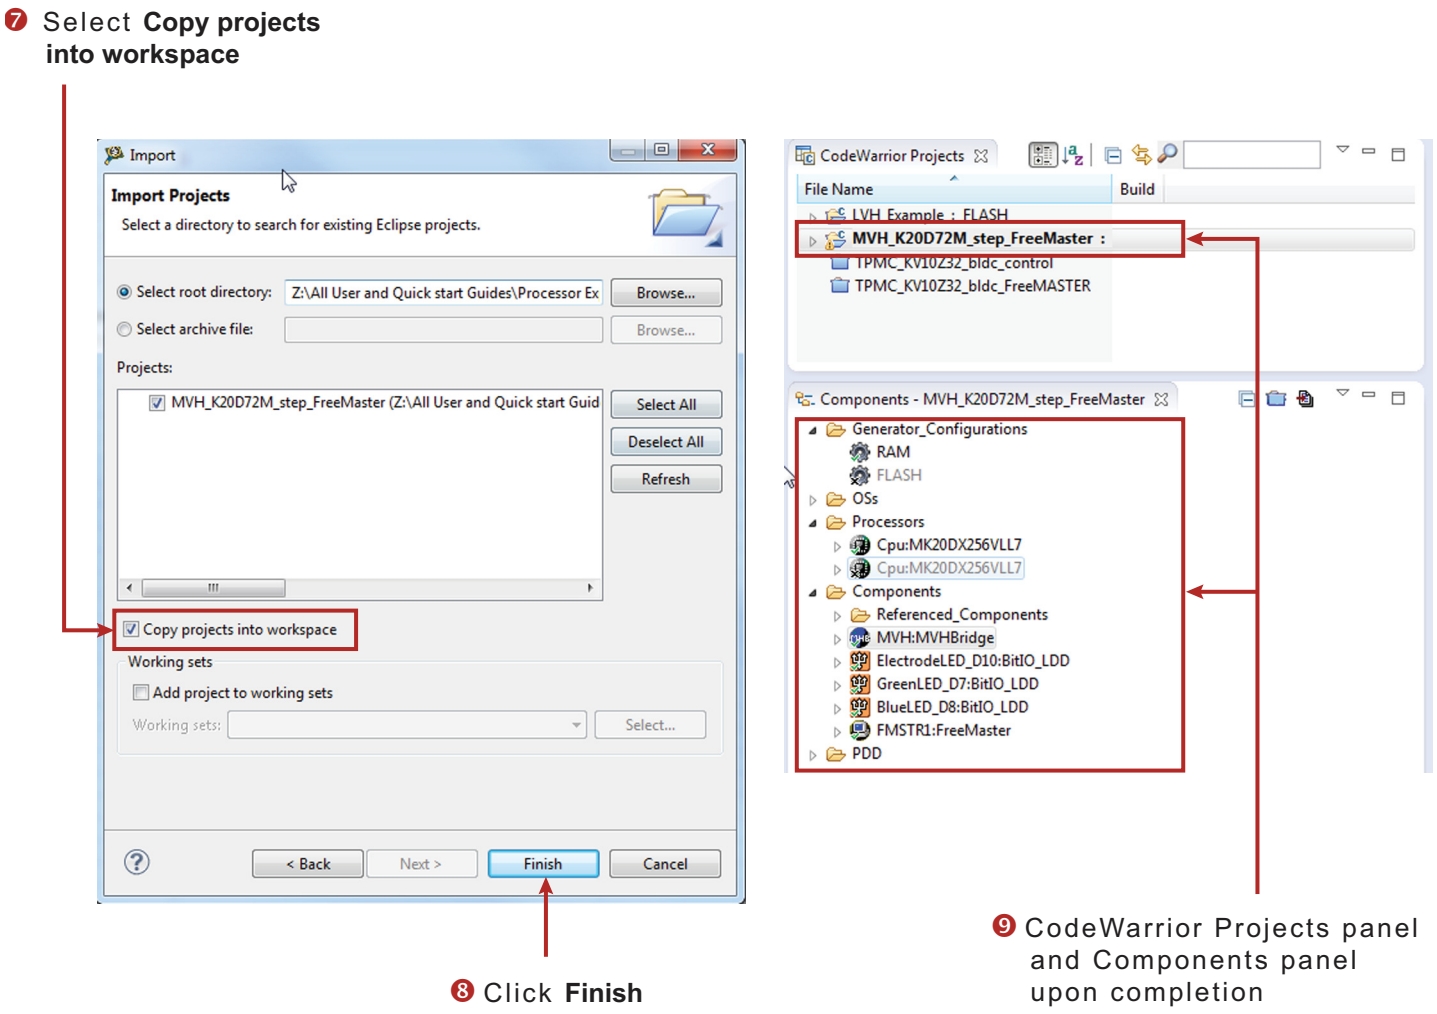

Figure 31. Importing an example file (c)
3. With your project now loaded in the **Select root directory** box, click on the **Copy projects into workspace** checkbox. Then click **Finish**. Figure 31 shows the CodeWarrior **Projects** panel and the **Components** panel after the project has been successfully imported.